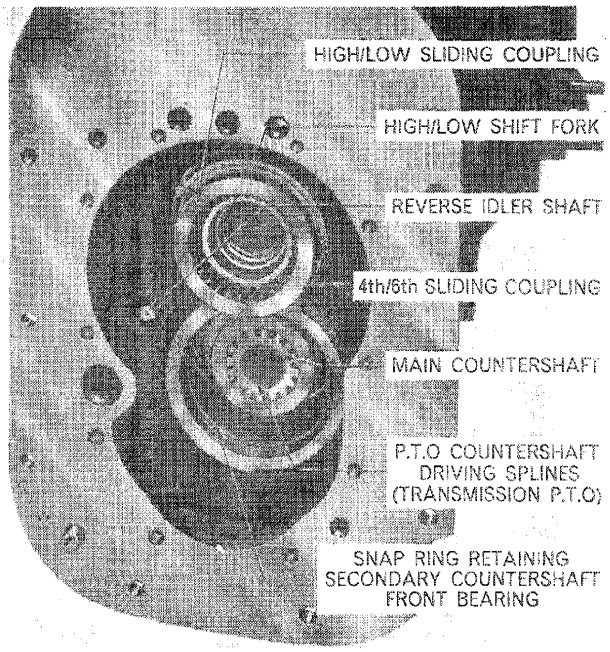

Figure 17
5. Remove the High/Low sliding coupling from the rear of the mainshaft, Figure 17.
1. Make certain that the High/Low sliding coupling is engaging the dog-teeth on the rear of the mainshaft and that the High/Low shift fork is located in the groove of the 4th/6th sliding coupling, Figure 17.
2. Make sure the snap ring, located immediately in front of the secondary countershaft front bearing in the transmission case, Figure 17, is in position before proceeding.